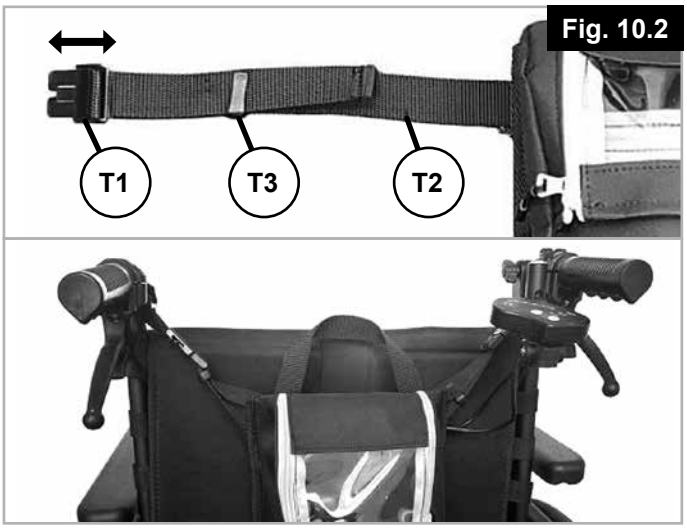

Fig. 10.2
10.2 Installazione dello zainetto sulla carrozzina (Fig. 10.2)